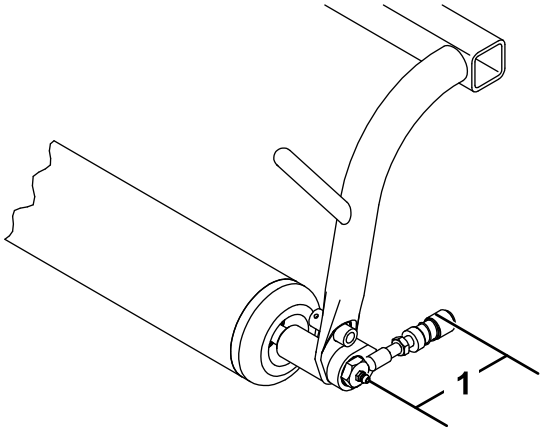

図 5
9. グリスねじとボールジョイントの開口部との距離が 91 mm になるようにボールジョイントレシーバを調整し、ジャムナットを締めて固定する図 5。